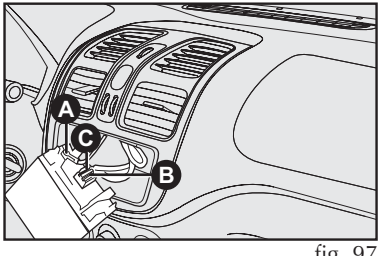

fig. 97
- cabo e plugue de alimentação elétrica para o autorrádio **C-fig. 97**.
- cabo e conector para antena de teto **A-fig. 97**.
- cabos e plugue para conexão dos alto-falantes e tweeters **B-fig. 97**.
- cabo de alimentação do autorrádio **C-fig. 97**.
- cabo para alto-falante dianteiro e traseiro **B-fig. 97**.